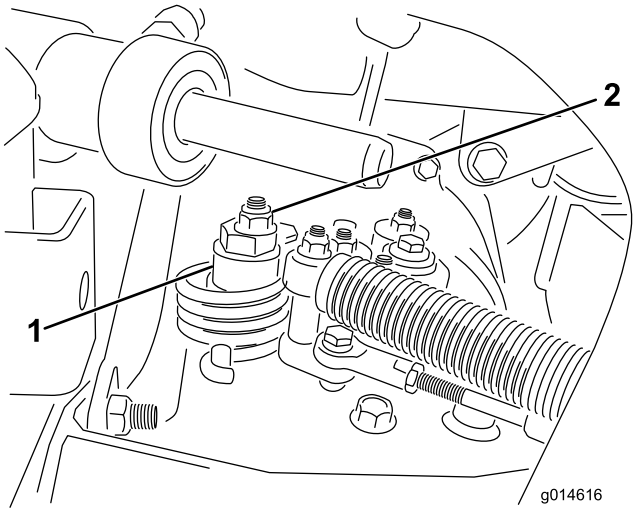

**Figur 53**
A. Lossa muttern som fäster excenterbulten på hydrostatens ovandel (Figur 53).
C. Vrid excenterbulten tills maskinen inte kryper i någon riktning. När hjulet slutar rotera drar du åt muttern som låser excenterbulten och justeringen (Figur 53). Kontrollera justeringen med gasen i det långsamma och snabba läget.